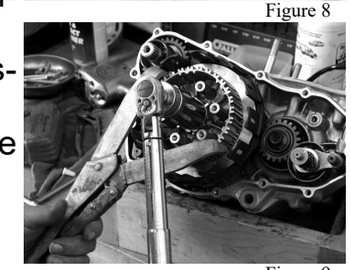

Figure 9
- Install the Hinson inner hub and tighten the main shaft nut to manufacturers specifications bending the lock tab (Figure 9)